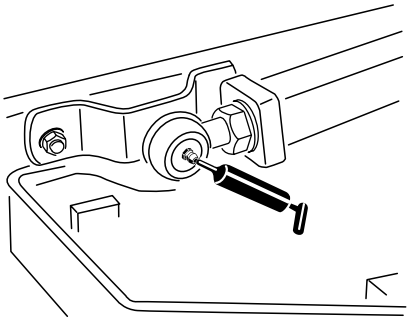

Bild 42
- Zwei Hubarm-Kugelgelenke (Bild 42)